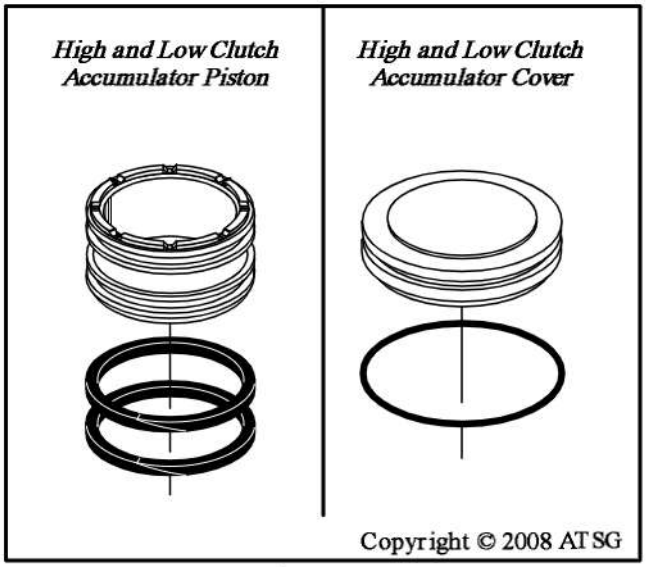

Figure 164
13. Install two new scarf-cut seal rings on both the high and the low clutch accumulator pistons, as shown in Figure 164, and ensure the scarf-cut is configured properly.
15. Install new "O" ring on both the high and the low clutch accumulator covers, as shown in Figure 164, and lube with small amount of the proper ATF for thr vehicle.